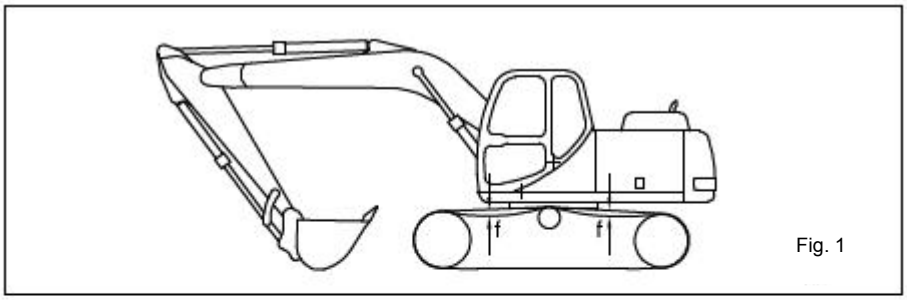
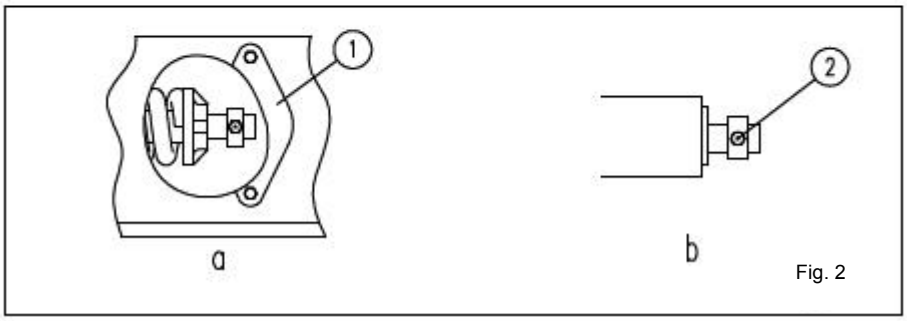

Fig. 1
Fig. 2
2) Remove the cover (1 in Fig. 2) on each track frame, and expose the fuel nozzle of the tensioner (① in Fig. 2).
3) In order to loosen the track, first loosen the joint ② (Fig. 2) to let the grease flow out, so that the branch amount f on the track is controlled at a deflection of 2-4 cm (Fig. 1), and then tighten it gain.
4) In order to tension the track, connect the joint of grease gun (provided as a random tool) with the joint ② (Fig. 2). Then add oil by using a grease gun until
the branch amount f on the track is controlled at a deflection of 2-4 cm (Fig. 1).